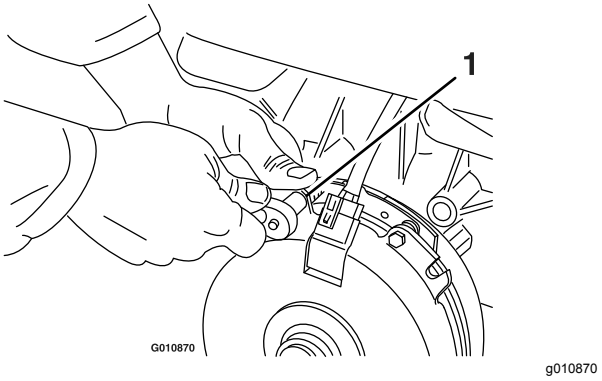

Figur 74
A. Lossa båda bromsmonteringsskruvarna ett halvt till ett helt varv enligt Figur 74.